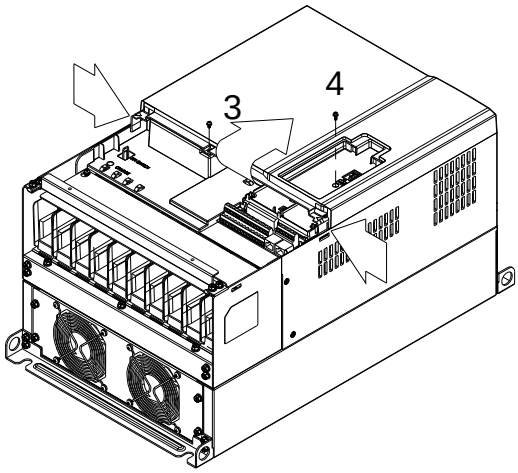

Рис. 2
2. (Рис. 2) Выкрутите винт 3 и винт 4, нажмите на защелки с правой и левой стороны крышки и снимите крышку как показано стрелками на рис. Усилие откручивания: 6~8 кг*см (5.2~6.9in-lbf).